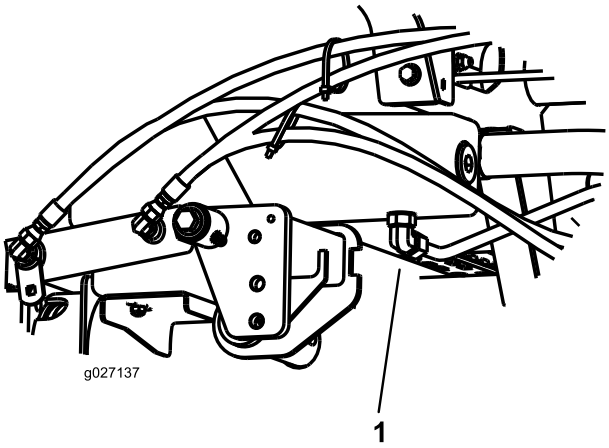

Figur 75
2. Anbring en stor bakke under stykket, der sidder i bunden af hydraulikvæskebeholderen (Figur 75).